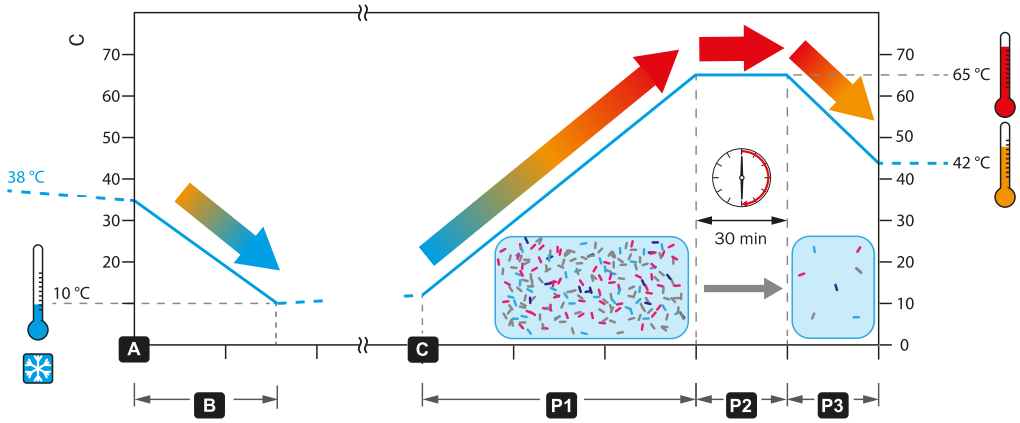

Imagen 23: Proceso de pasteurización
Existe la posibilidad de introducir la leche en el MilkShuttle directamente después del ordeño (A), enfriarla a 10 °C (50 °F) (B) y almacenarla para luego pasteurizarla automáticamente para la siguiente toma utilizando una hora de inicio preprogramada (C). (Véase en Imagen 23: Proceso de pasteurización).